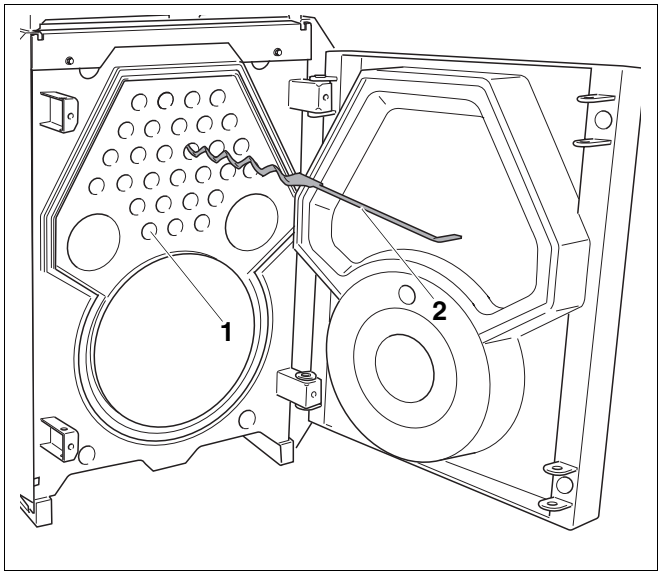

Рис. 45 Удаление турбуляторов
- Удалить два или три турбулятора (рис. 45, **поз. 2**) из труб дополнительных поверхностей нагрева (рис. 45, **поз. 1**).
Если температура дымовых газов остается низкой, то следует удалить турбуляторы (рис. 45, **поз. 2**) из других труб дополнительных поверхностей нагрева (рис. 45, **поз. 1**).
Если температуру дымовых газов слишком высока, то турбуляторы (рис. 45, **поз. 2**) нужно вновь вставить один за другим в трубы дополнительных поверхностей нагрева (рис. 45, **поз. 1**) до соответствующего снижения температуры дымовых газов.